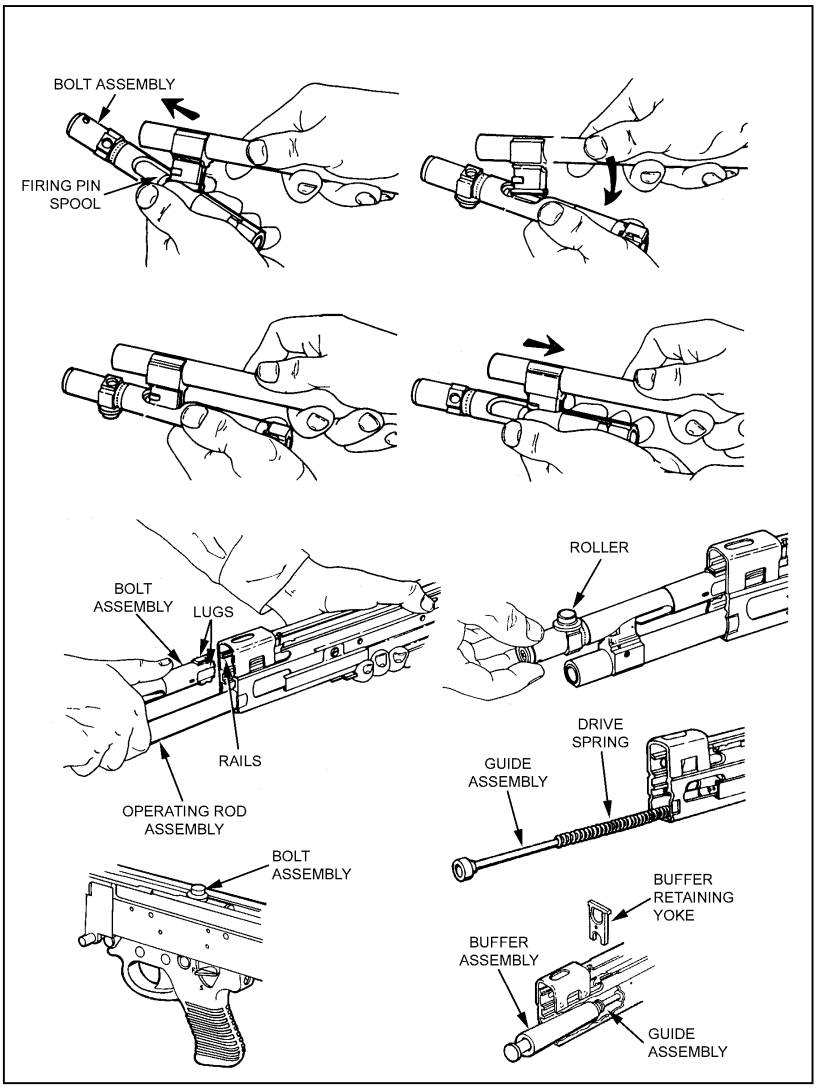

Figure 2-16. Replacing the bolt assembly, operating rod assembly, and buffer assembly.
e. **Replacing the Bolt Assembly, Operating Rod Assembly, and Buffer Assembly**. The gunner places the yoke of the operating rod assembly against the spool of the firing pin in the slot of the bolt assembly (Figure 2-16). Then, he pushes the spool forward. He seats the yoke between the spools of the firing pin and lets the yoke slide back in the bolt assembly.
(1) Slides the operating rod assembly with the bolt assembly into the weapon. Turns the bolt assembly so that the stripping lugs line up with the upper rails. Pushes in until the stripping lugs engage the rails.
(2) Turns the roller straight up and pushes the bolt assembly and operating rod assembly as a unit into the weapon.
(3) Pulls and holds the trigger while pushing the bolt assembly into the receiver until it locks in place.
(4) Installs the drive spring and guide assembly in the rear of the receiver.
(5) Inserts the buffer assembly against the end of the guide assembly and pushes until the groove on the buffer assembly lines up with the slot for buffer retaining yoke. Inserts the buffer retaining yoke.